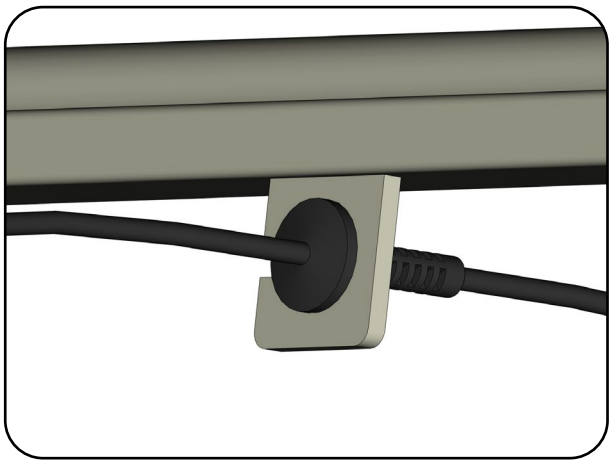

Abb. 6.2.03 - Zugentlastung in Halterung
2. Drücken Sie die Zugentlastung der Zuleitung in den Halter an der Kopfseite (Abb. 6.2.03).